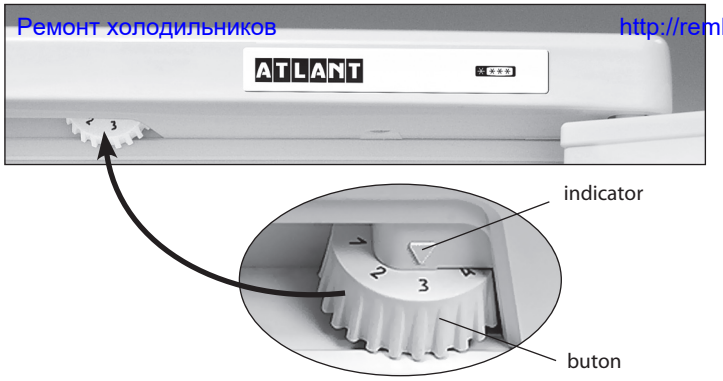

Figura 3 — Reglarea temperaturii
1.4 Elementul de reglare a temperaturii din frigider, în conformitate cu Figura 3 este butonul de reglare a temperaturii (numit în continuare - buton), care se află sub masca frigiderului. Butonul se roteşte în sensul acelor de ceasornic sau în sensul contrar al acestora şi are diviziuni numerice. Diviziunea "1" corespunde celei mai joase setări de temperatură (răcire minimă) în camera frigorifică, diviziunea "7" – celei mai înalte setări de temperatură (răcire maximă). Pentru a regula temperatura, fixaţi diviziunea butonului sub indicator.
Deschideţi uşa CF şi fixaţi sub indicator diviziunea "2" a butonului. Închideţi uşa CF. Pentru setarea temperaturii optimale pentru păstrarea produselor în camera frigorifică, efectuaţi reglarea cu ajutorul butonului în conformitate cu figura 3. După ajustare temperatura în frigider se menţine în mod automat.